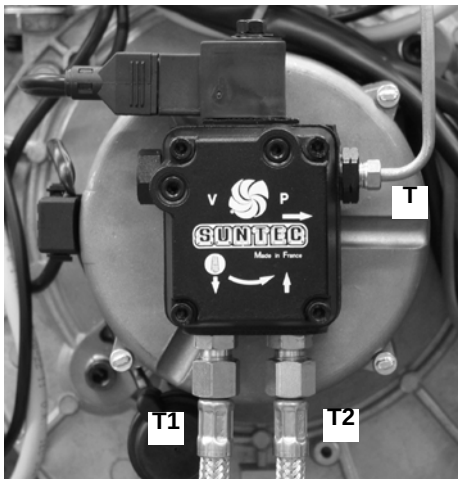

Fig. 38
- Aflojar el tubo **T** de alimentación del gasóleo en la bomba (Fig. 38).